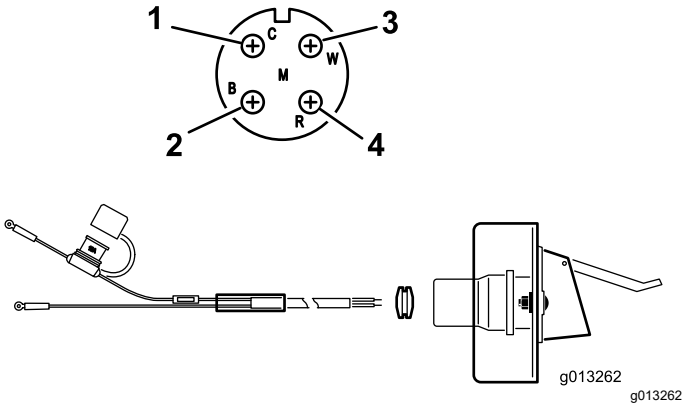

Figuur 11
2. Leid de elektrische bedrading van de accu naar de stekkerhouder en maak de bedrading vast (Figuur 11).
3. Leid de bedrading door de contrastekkerhouder en plaats de zwarte rubberen pakkingring over de bedrading (Figuur 11).